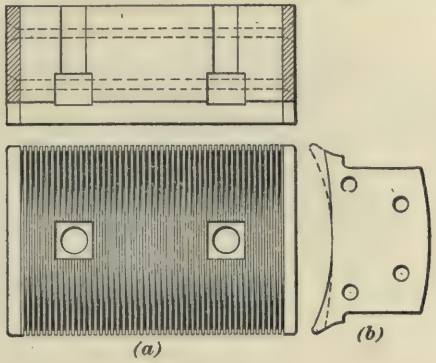

FIG. 24.
**35. Pole Pieces.**—The motor has four poles provided with flanged pole pieces that are laminated; the flanges serve to hold the field coils in place and the laminations not only do away with a great deal of heat in the pole piece, but, from the way in which they are built up, they produce a magnetic field, which does away with a great deal of sparking at the brushes. The pole pieces are made up of iron plates shaped something like the full-line part of Fig. 24 (*b*). The pole pieces are built up of these plates, every other one of which is turned end for end. The result of this manner of construction is shown in Fig. 24 (*a*) where, in the center part of the pole piece, the plates are close together, but on the horns, only half of the plates come out on each side. This